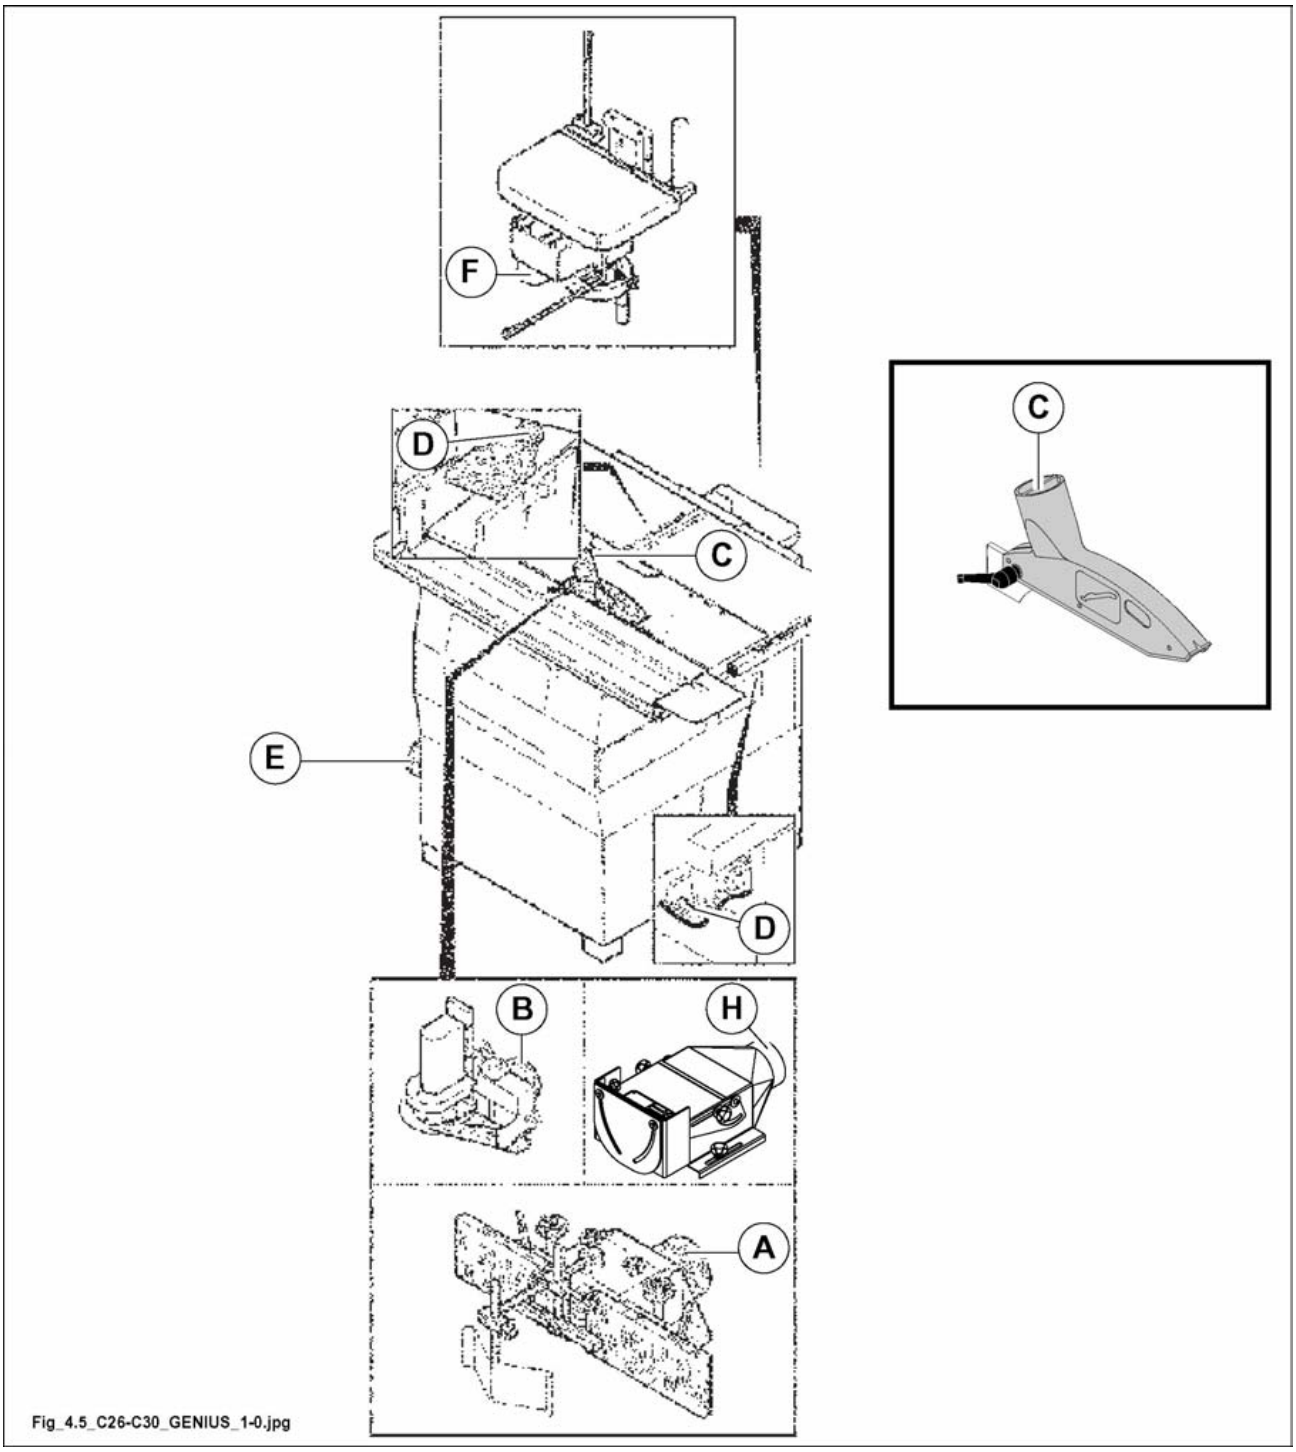

Fig. 4.5
- (A fig. 4.5) diameter 120 mm (Moulder hood)
- (B fig. 4.5) diameter 100 mm (Shaping hood)
- (C fig. 4.5) diameter 60 mm (Saw protection)
- (D fig. 4.5) diameter 120 mm (Surfacing-Thicknessing planer hood)
- (E fig. 4.5) diameter 120 mm (Saw suction)
- (F fig. 4.5) diameter 120 mm (OPT) (Mortising machine suction)
- (H fig. 4.5) diameter 120 mm (OPT) (Tenoning shaper hood)